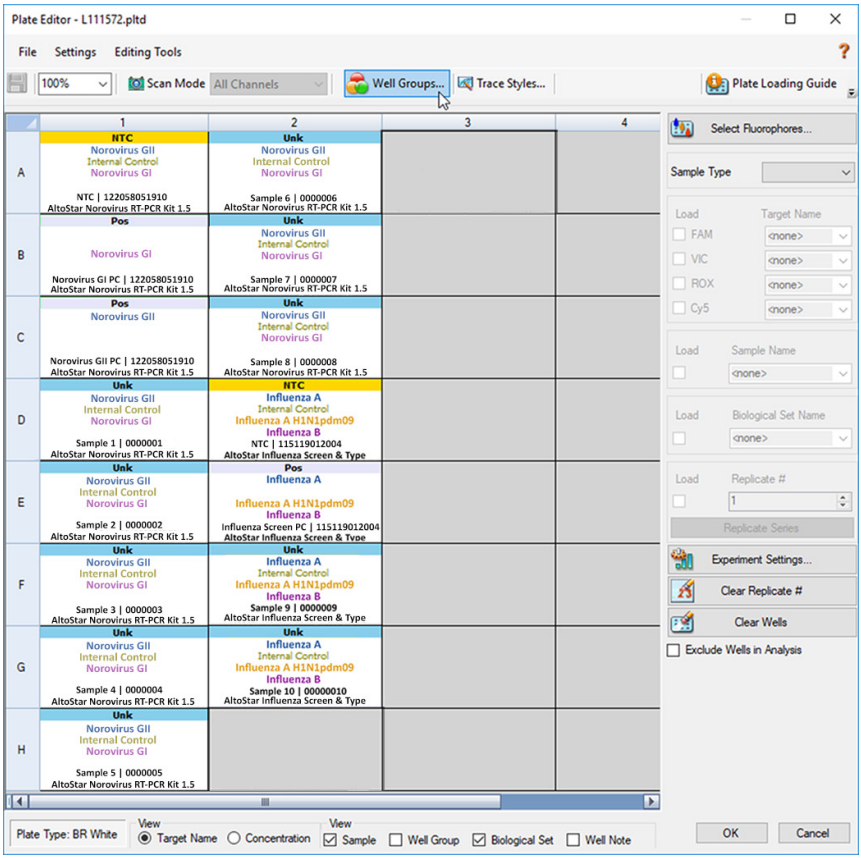

Figura 1: Finestra di dialogo Plate Editor (Editor piastra)
1. Nella finestra Data Analysis (Analisi dei dati) fare clic sul pulsante **Plate Setup** (Impostazione piastra) nella barra degli strumenti e selezionare **View/Edit Plate** (Visualizza/modifica piastra). Verrà visualizzata la finestra di dialogo Plate editor (Editor piastra) (vedere figura 1).